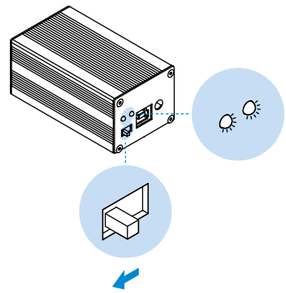

Рисунок 21.
15. Включить интерфейсный блок, проверить световую индикацию наличия входного и выходного питания (рисунок 21)